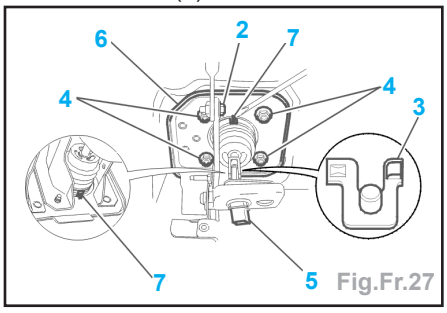

Fig.Fr.27
- Déposer (Fig.Fr.27) :
- la vis (2),
- l'axe (3),
- les 4 écrous (4).